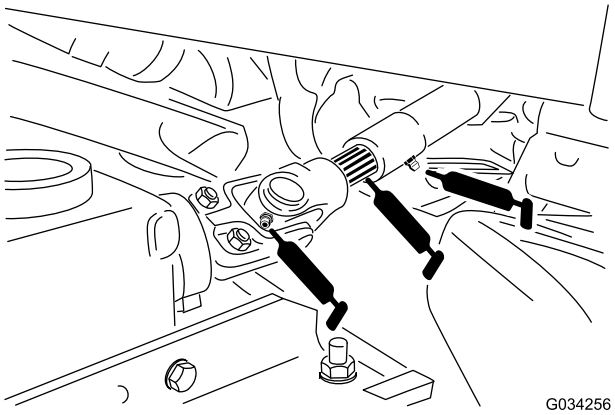

Figur 39
- Kraftuttagets universalaxel (Figur 39)